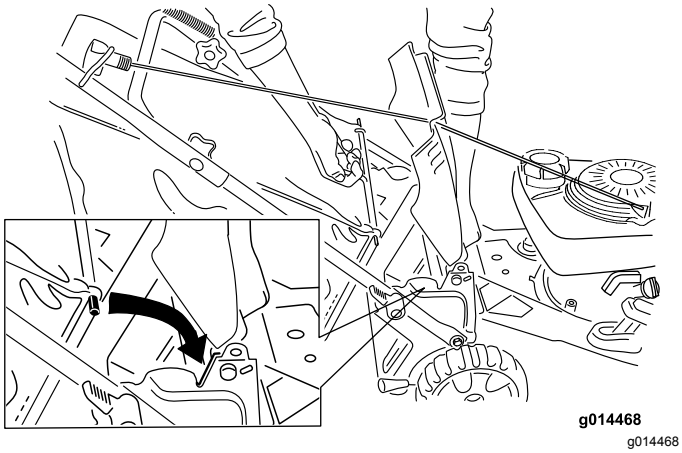

Figuur 17
2. Zet de afvoergeleider aan de achterzijde omhoog en houd hem in deze stand, monteer de grasvanger in de inkepingen en zet de afvoergeleider aan de achterzijde omlaag (Figuur 17)